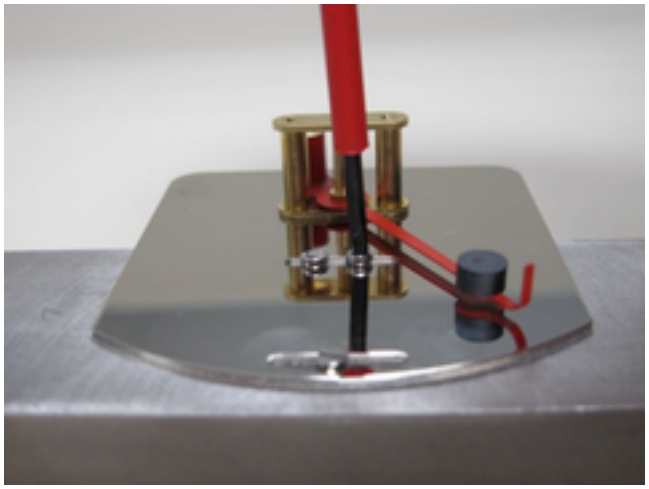

Fig. 45: Loosen the base plate
5. Loosen fixing screws from the display base plate (*Fig. 45*) then remove the display base plate from the device.